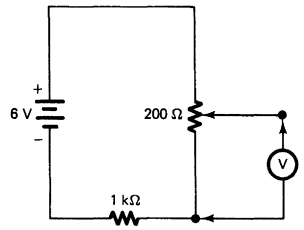

FIGURE 2-2I
14. Construct the circuit shown in Fig. 2-2I.